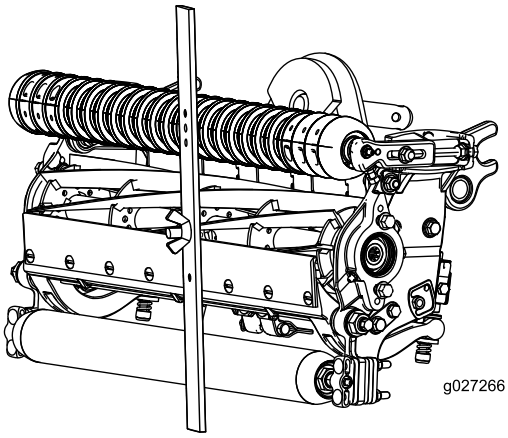

Figuur 17
4. Plaats de schroefkop op de snijrand van de snijplaat en laat de achterzijde van de lat op de achterrol rusten (Figuur 17).
5. Draai aan de stelschroef totdat de voorrol contact maakt met de hoogtelat (Figuur 17). Stel beide uiteinden van de rol af totdat de hele rol evenwijdig is aan de snijplaat.